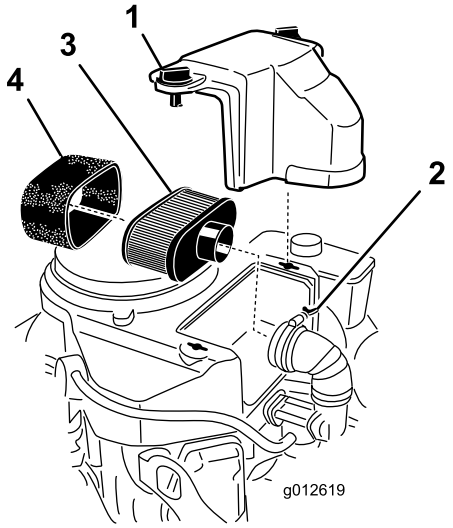

Rysunek 32
3. Aby zapobiec przedostaniu się zabrudzeń do silnika i spowodowaniu uszkodzeń, oczyść obszar wokół filtra powietrza (Rysunek 32).
4. Odkręć pokrętła osłony filtra powietrza i zdejmij ją (Rysunek 32).
5. Odkręć obejmę przewodu i wyjmij filtr powietrza (Rysunek 32).
6. Ostrożnie wyciągnij wkład piankowy z wkładu papierowego (Rysunek 32).
1. Oczyść wkład papierowy, uderzając nim kilka razy w celu usunięcia kurzu. Jeżeli jest bardzo zabrudzony, wymień go na nowy (Rysunek 32).
Nie należy czyścić filtra papierowego. Należy go wymienić po 200 godzinach pracy (Rysunek 32). Sprawdź wkład pod kątem uszkodzeń, filmu oleju i uszkodzenia gumowej uszczelki, i wymień go, jeśli jest uszkodzony.
1. Należy ostrożnie wsunąć wkład piankowy do wkładu papierowego filtra powietrza (Rysunek 32).
2. Należy zamontować filtr powietrza w podstawie filtra powietrza lub na przewodzie i odpowiednio go zamocować (Rysunek 32).
3. Należy ponownie zamocować osłonę filtra powietrza i dokręcić pokrętła osłony (Rysunek 32).